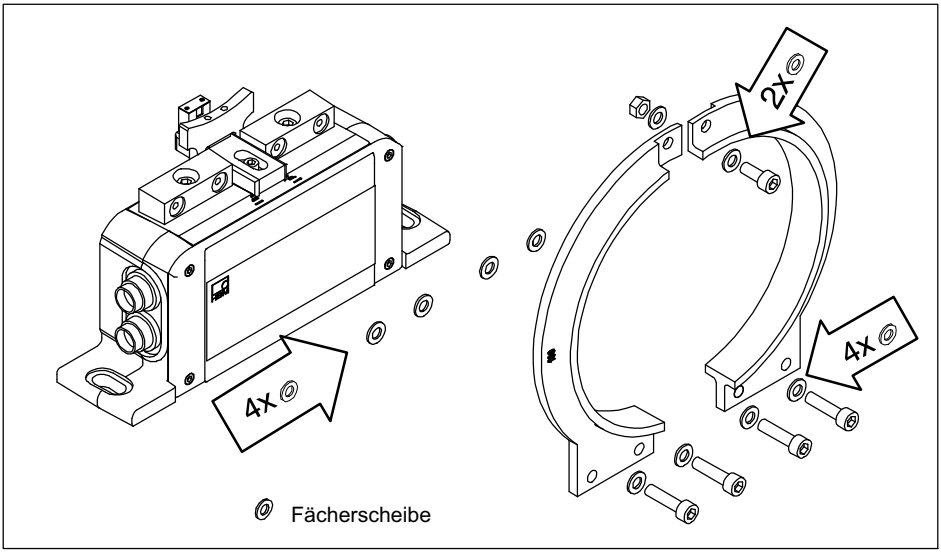

Abb. 5.4 Verschraubungen der Antennensegmente
Prüfen Sie die Schraubverbindungen der Antennensegmente (siehe Abb. 5.4) sowohl nach der ersten Installation als auch danach in regelmäßigen Abständen auf richtigen Sitz und ziehen Sie sie gegebenenfalls nach.
3. Montieren Sie nun das unter Punkt 1. entfernte Antennensegment mit zwei Innensechskantschrauben und den Fächerscheiben wieder an den Stator. Achten Sie darauf, dass alle Fächerscheiben vorhanden sind (*siehe Abb. 5.4*), die für einen definierten Übergangswiderstand sorgen! Ziehen Sie die Schrauben noch nicht fest an.